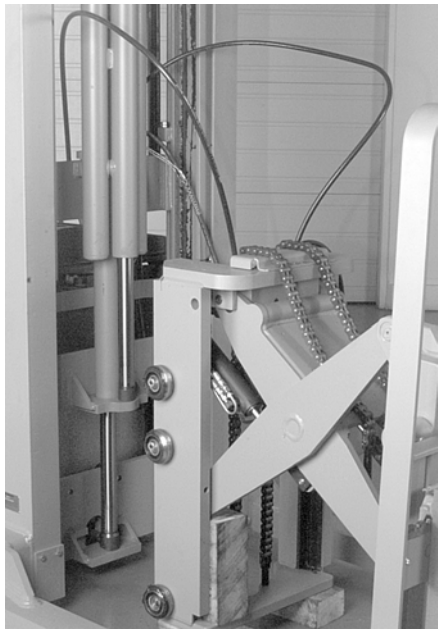

Figure 7-259: Carriage Removed
13. Carefully back the lift truck away from the carriage until you run out of slack (1 or 2 feet) for the over-the-mast hoses and cables. See Figure 7-259.